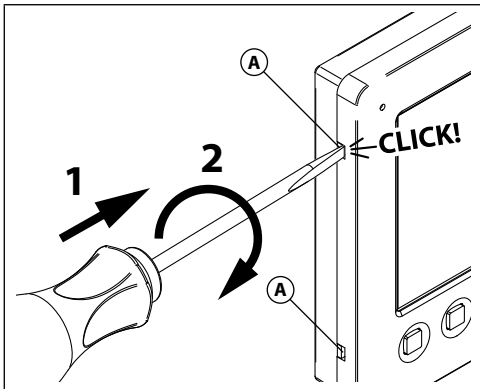

Fig. 1
1. Per installare il videocitofono è necessario aprirlo separando la base dal coperchio che ospita tutta l'elettronica dello stesso: inserire la punta di un giravite piatto da 5.5mm nella clip Ⓐ dopodiché ruotare in senso orario fino a che non si udirà un **"CLICK!".** Ripetere la stessa operazione con l'altra clip come mostrato in **Fig. 1**.